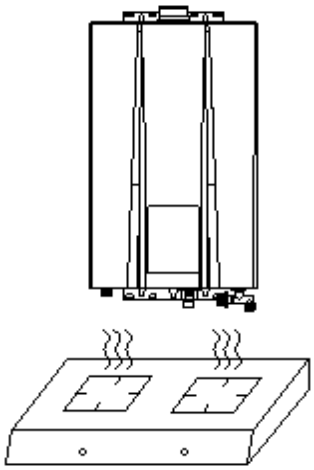

Fig. 6
• Não instalar o aquecedor sobre fornos a gás ou outras fontes de calor. (Fig. 6)